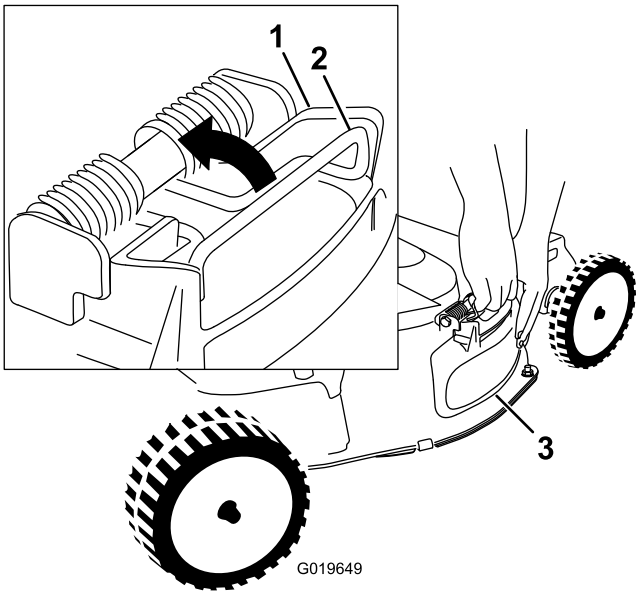

Figura 20
4. Togliete il deflettore di scarico laterale sollevando la molla che fissa il deflettore in posizione e rimuovendo il deflettore stesso (Figura 20).